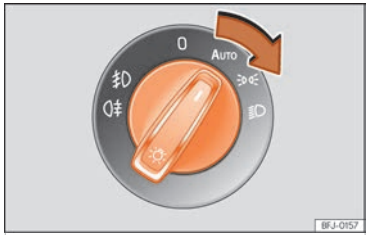

Fig. 79 Dash panel: light panel.
- Turn on the ignition and turn the light switch to the desired position ››› Fig. 79: